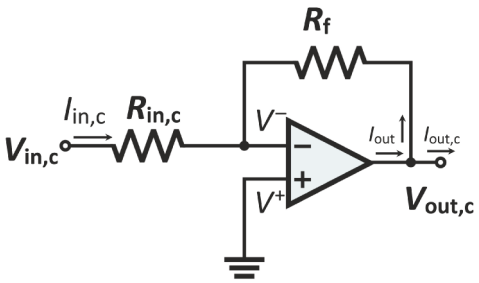

**FIGURE 7.28** An op-amp circuit with external components that determine the overall gain and function of the amplifier. This circuit is an inverting amplifier. ⏎
*Of general interest:* An important area of electrical engineering that is not discussed at any length in this book is that of control systems, or controls engineering. Some form of controls is used in other engineering disciplines, notably chemical, mechanical and aerospace engineering. Control systems concerns itself with feedback – the act of taking the output of a system and adding it back to, or subtracting it from, the input, as you see in Fig. 7.28. Feedback and controls are generally used to keep a system on target, such as an antenna aimed at a satellite, or a house kept at a constant temperature. One modern example of a control system is that of a self-driving car staying within its lane.
Refer to Fig. 7.28. Working from the assumption that $(V^+ - V^-)$ must be very small, and that $V^+$ is set to ground, or zero volts, then $V^-$ must also be very, very close to 0 V, again, on the order of μV. Since the operating voltages in the circuit are on the order of volts, we don't care much about a few μV, (what's a few μV among friends?) so we consider both $V^+$ *and* $V^-$ to be at zero for the sake of calculations using relatively large numbers. $V^-$ is not exactly zero volts, of course, because then there would be no actual input signal to the op-amp, but it close enough to allow us to write simple circuit equations that treat it as zero volts. This situation, in which $V^-$ is nearly 0 V is called **virtual ground**.
In Fig. 7.28, an op-amp and two external resistors are used to make an inverting amplifier having moderate gain, much like the BJT amplifier discussed above. The inverting amplifier circuit is based around an op-amp using additional components to provide feedback from the output to the input, and to define the function of the overall circuit. This figure uses $V_{in,c}$ and $R_{in,c}$ as input circuit voltage and input circuit series resistance to distinguish them from $V_{in}$ and $R_{in}$ of the op-amp itself, shown in Fig. 7.27.